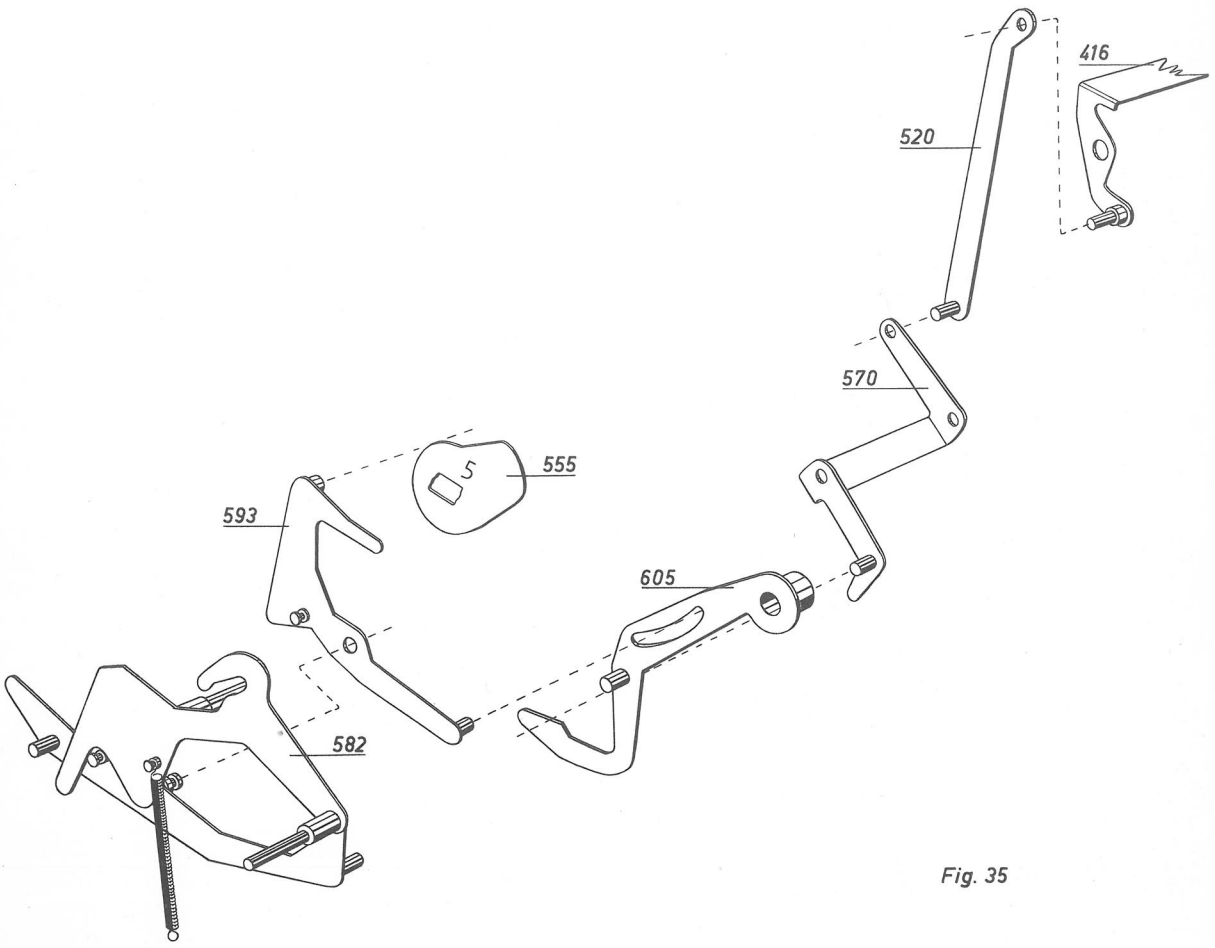

Fig. 35
Der NA-Hebel (593, Fig.35), der auf dem in Ausgangslage befindlichen Sperrhebel (582) gelagert ist, wird durch die auf der Einmalwelle sitzende Kurve "5" (555) geschwenkt, wobei er über NA-Einsteller (605), Bügel (570) und Verbindungsarm (520) die NA-Brücke (416) in Arbeitstellung (NA) bringt. Das Rechenwerk schwenkt also in die Zahnsegmente ein.
Ist die Betätigung der M-Taste 0 oder 9 mit einer Extraumdrehung verbunden, wird, wie wir aus vorhergegangenen Beschreibungen wissen,das Registriersegment um einen Zahn aufgezogen (siehe Seite 44), der Sperrhebel (582,Fig.35) fällt also in Arbeitslage, wobei er den NA-Hebel (593) aus dem Bereich der Kurve "5" (555) herausnimmt. Der NA-Hebel (593) wird also nicht beeinflusst und die NA-Brücke (416,Fig.35) bleibt in Ruhestellung und das Rechenwerk kann in die Zahnsegmente einschwenken.